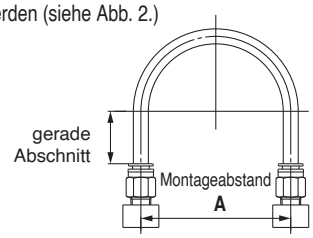

Abb. 1 Empfohlene Konfiguration bei der Leitungsverlegung
1. **Sehen Sie beim Anschluss von Schläuchen mit Steckverbin-dungen für den Schlauch eine Reservelänge vor, wie in Abb. 1, „Empfohlene Leitungskonfiguration“ gezeigt.**